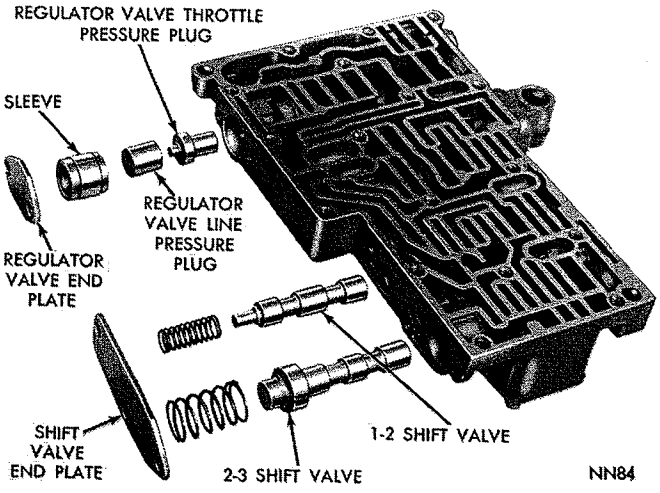

***Fig. 66—Valve Body—Shift Valve Side (Disassembled)***
(4) Install 1-2 and 2-3 shift valves and springs (Fig. 66). Install shift valve end plate and tighten the three retaining screws to 28 inch-pounds.
(5) Install regulator valve throttle pressure plug, sleeve, and line pressure plug (Fig. 66). Install regulator valve end plate and tighten the two retaining screws to 28 inch-pounds.